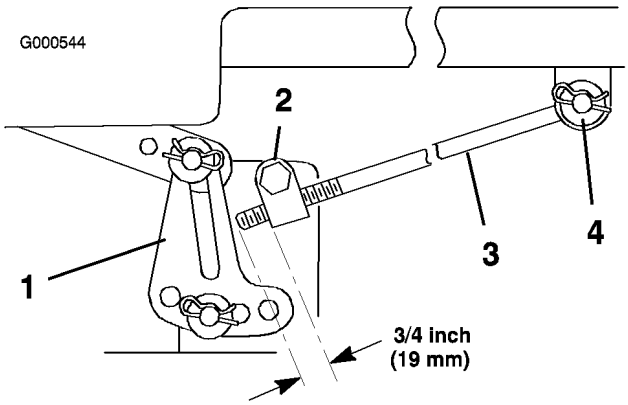

Figure 43
5. Mesurez la longueur de tige qui dépasse du bloc de réglage sur les côtés du châssis (Figure 43).
6. Si la longueur n'est **pas** égale à 19 mm, retirez la goupille fendue et la rondelle de l'extrémité de la tige (Figure 43), puis vissez ou dévissez la tige jusqu'à obtention de la longueur requise (19 mm).